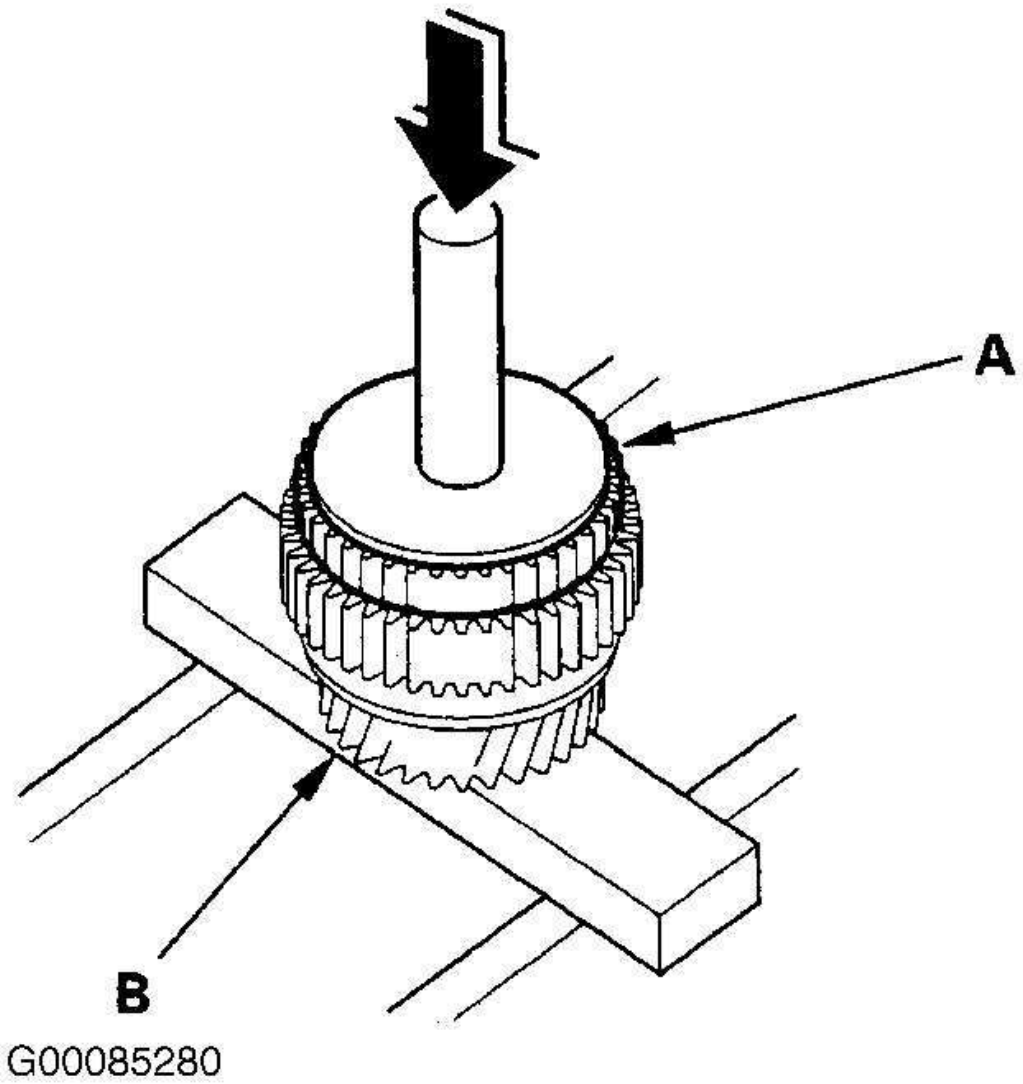

Fig. 46: Installing 1st-Hold Clutch
3. Install the 1st-hold clutch hub in the 1st gear with driver and a press. See **Fig. 46** .